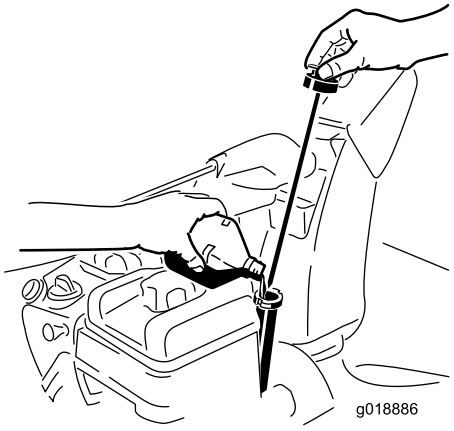

Figur 12
1. Fjern peilestaven, og hell olje **sakte** inn i oljepåfyllingsrøret for å heve oljenivået til Full-merket på peilestaven. **Ikke fyll på for mye** (Figur 12). Se Kontrollere motoroljenivået i avsnittet Vedlikehold.